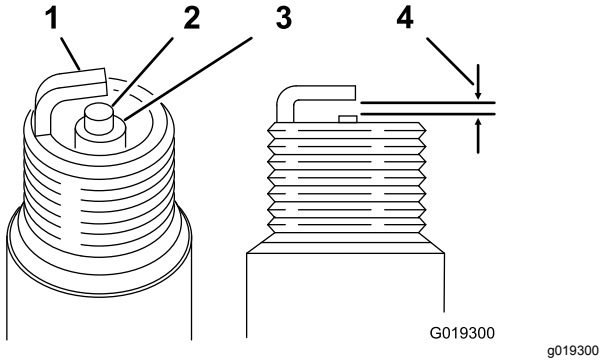

Figur 34
Afstand: 0,70 til 0,80 mm. Se Figur 34
3. Indstil afstanden til 0,70 til 0,80 mm (Figur 34).